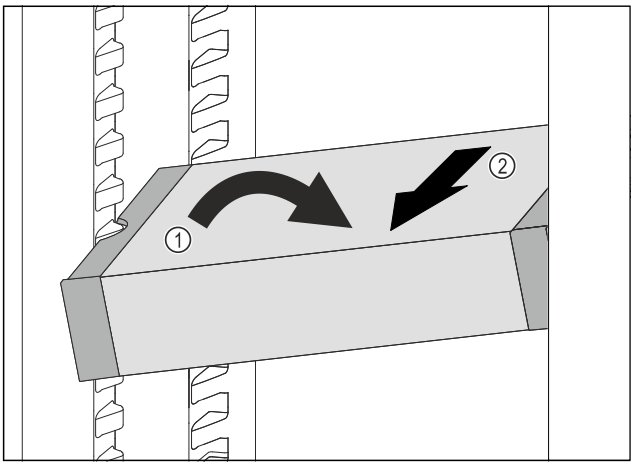

Fig. 106
▶ Poziționați oblic VarioSafe în frigider. *Fig. 106 (1)*
▶ Extrageți VarioSafe spre înainte. *Fig. 106 (2)*